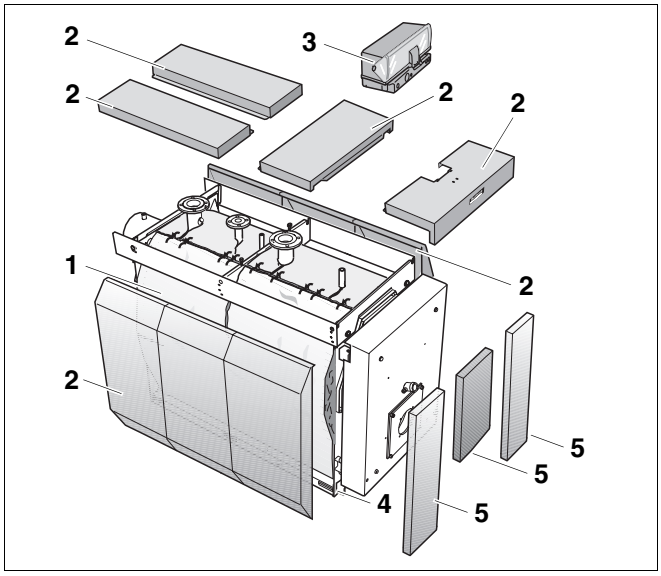

Рис. 1 Специальный отопительный котел Logano S735 на дизельном и газовом топливе
Основные составные части специального отопительного котла Logano S735 на дизельном и газовом топливе (рис. 1):
– Корпус котла (рис. 1, **поз. 4**) с горелкой.
– Обшивка котла (рис. 1, **поз. 2**) и теплоизоляция (рис. 1, **поз. 1**).
– Система управления (дополнительный заказ – рис. 1, **поз. 3**)